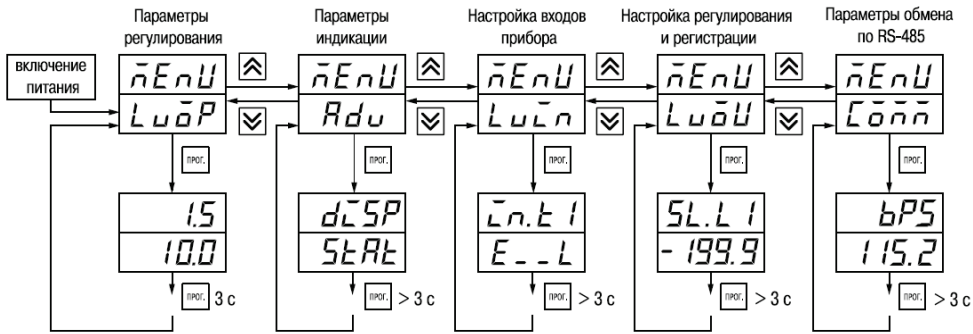

Рисунок 7.1
7.1.2 Основные параметры прибора объединены в 5 групп **LuoP**, **Adu**, **LuCn**, **LuoU** и **Conn**, составляющие меню прибора (рисунок 7.1).